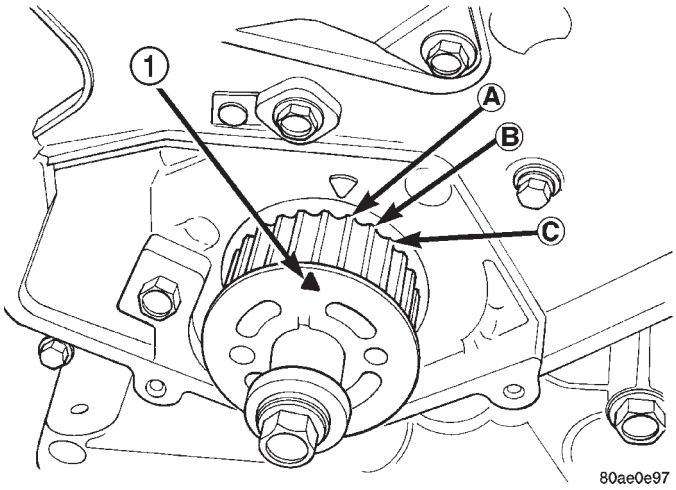

Abb. 59 Position des Kurbelwellenrads
(1) Zylinderkopf und Motorblock-Dichtflächen mit einem Holz-/Plastikschaber reinigen. Lösungsmittel oder ein handelsübliches Mittel zur Dichtmassenentfernung auftragen, um Dichtmassenreste anzulösen. Ist zusätzliche Reinigung erforderlich, eine weiße 3M Roloc™-Schleifscheibe (Körnung 120) und eine Bohrmaschine verwenden, um die Dichtmassenreste zu entfernen.
(2) Mopar®-Dichtmasse (Aerosol-Dose) auf beide Seiten der neuen Zylinderkopfdichtung auftragen.
(3) Eine neue Zylinderkopfdichtung an den Paßstiften ausrichten.
(4) Kurbelwellenrad am oberen Totpunkt (OT) ausrichten, dann die Kurbelwelle drehen, bis sich die Markierung drei Zähne vor dem oberen Totpunkt (OT) befindet (Abb. 59). Dies stellt sicher, daß bei einer Drehung der Nockenwelle während des Zylinderkopf-Einbaus sich Kolben und Ventile nicht berühren können.